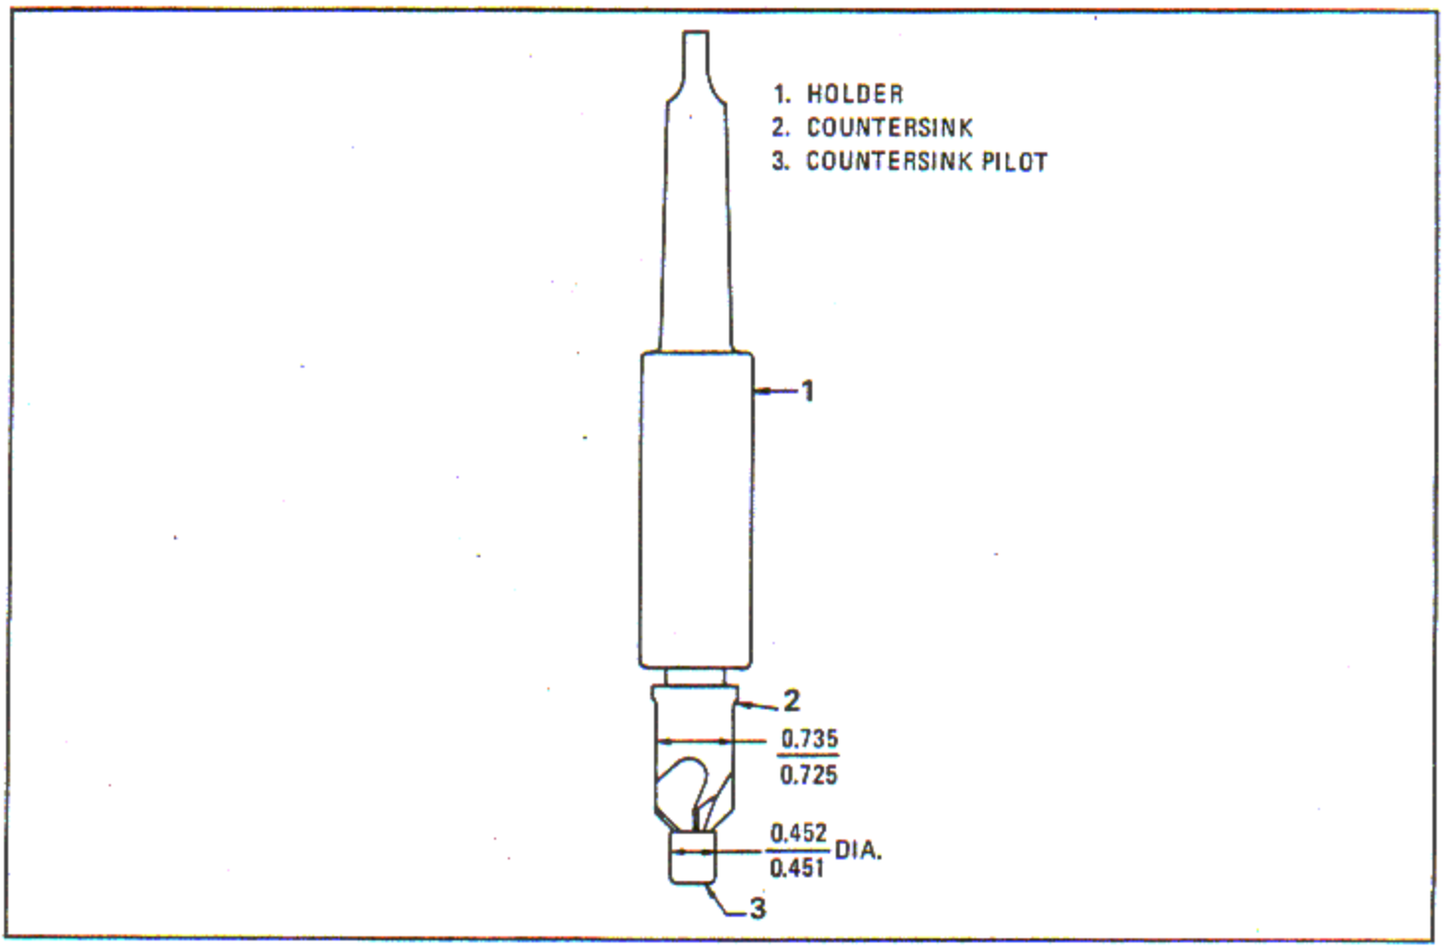

Figure 6-84. Dimensions for Altering 90 Degree Countersink and Pilot
f. Assemble holder (Cat. No. 1H-M2, Eclipse Counterbore Co., Detroit 20, Michigan, or equivalent) and an altered 90 degree included angle countersink (Cat. No. 948498, Eclipse Counterbore Co., Detroit 20, Michigan, or equivalent) with an altered pilot (Cat. No. 944923, Eclipse Counterbore Co., Detroit 20, Michigan, or equivalent) in the drill press spindle and centralize with the hole. See figure 6-84 for altered countersink and pilot. Countersink the top of the hole to a diameter of 0.490 - 0.520 inch as shown. Remove the countersink from the holder and remove the jig.